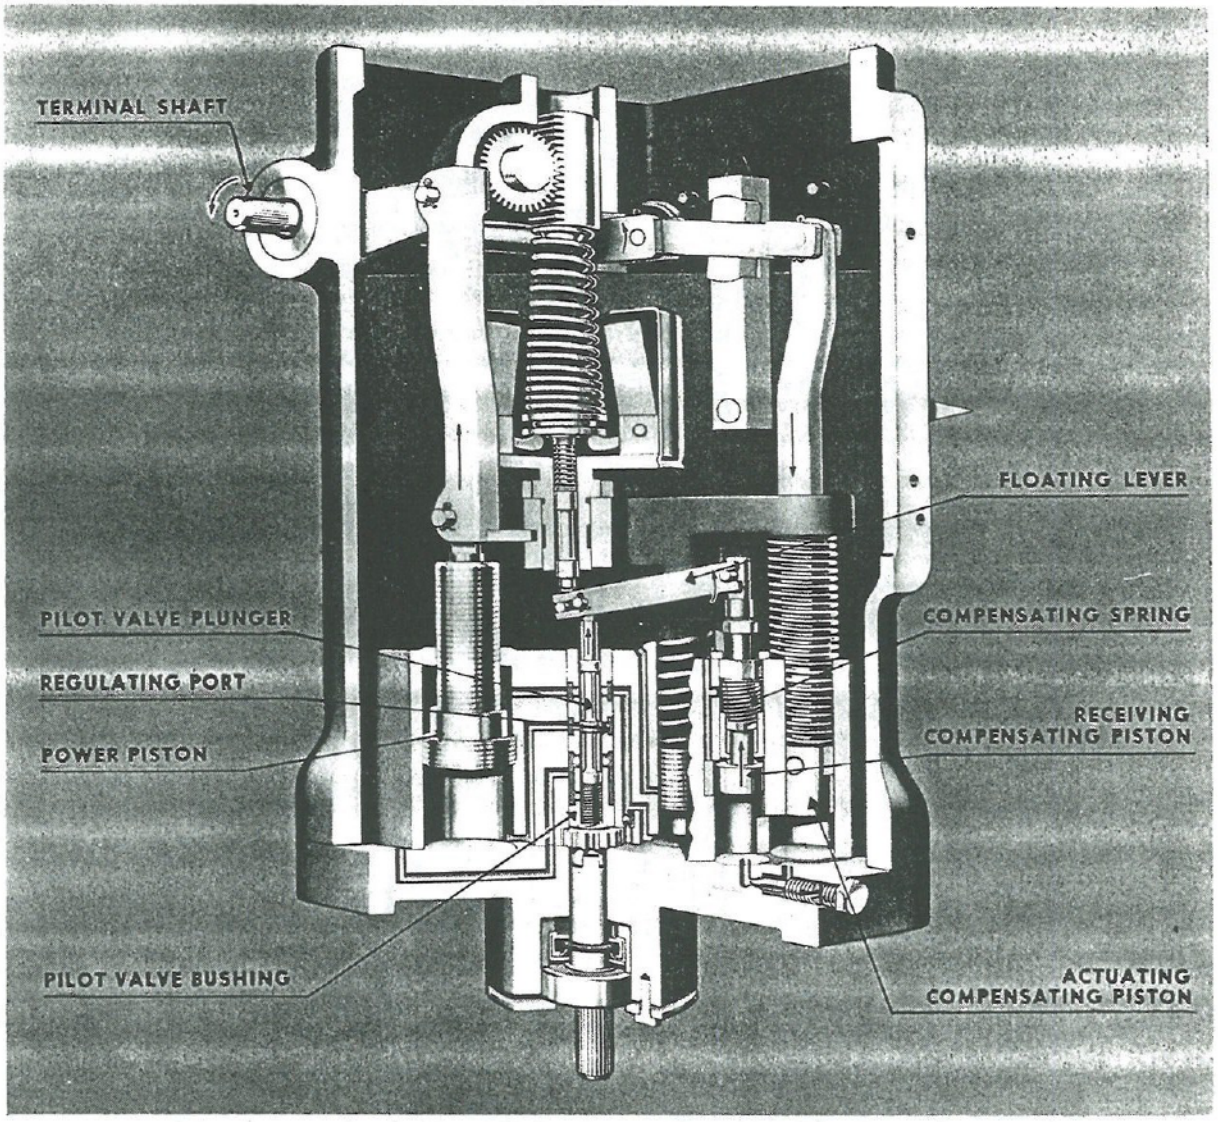

Fig. 50. Governor, Hydraulic, Operating to Increase Speed
f. In Fig. 50 it is shown that the pressure of oil under the power piston forces the piston upward. This exerts force on the piston rod which causes the terminal shaft to turn in a counter-clockwise direction. This rotation, transmitted through the fuel control linkage, causes the fuel control shaft to increase the amount of fuel the fuel injection pumps can deliver to the engine. The rotation of the shaft forces the short piece of jointed linkage upward. This action forces the longer end of the jointed linkage downward to push down the actuating compensating piston. The pressure created by the downward movement of this piston forces the receiving compensating piston upward to compress the compensating spring and raise the outer end of the floating lever as well as the pilot valve plunger. The movement of the power piston, actuating compensating piston, receiving compensating piston and pilot valve plunger continues until the